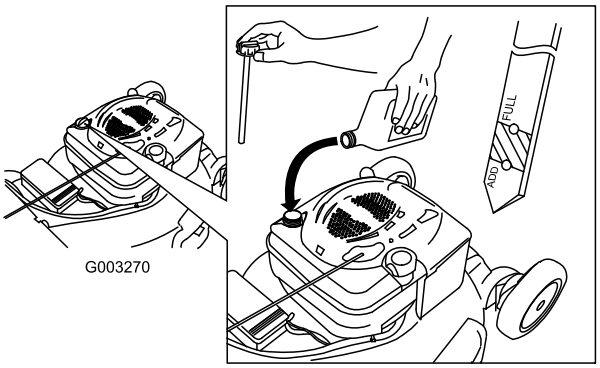

Figura 6
2. Retire la varilla (Figura 6) y vierta aproximadamente tres cuartas partes de la capacidad total del cárter por el tubo de llenado de aceite.
5. Retire la varilla y compruebe el nivel de aceite en la varilla; consulte Figura 6.
- Si el nivel de aceite es demasiado bajo, añada una pequeña cantidad de aceite lentamente por el tubo de llenado y repita los pasos 3 a 5 hasta que el nivel del aceite sea correcto, según se muestra en Figura 6.